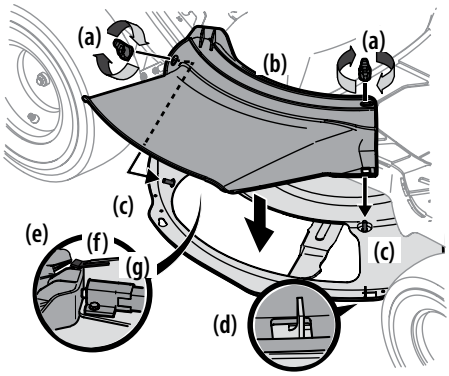

Figura 2-9
1. Extraiga las perillas de aleta (a) que se instalaron en la plataforma de corte y consérvelas para colocarlas posteriormente. Consulte la Figura 2-9.
2. Coloque el canal de la plataforma (b) en la abertura de descarga sobre la plataforma. Los espárragos (c) en la superficie de la plataforma calzarán en los orificios de la parte superior del canal de la plataforma (b). La pequeña lengüeta (d) del borde de la plataforma calzará en el recorte cuadrado de la parte inferior del canal de la plataforma (b). Consulte la Figura 2-9.
3. Sujete el canal de la plataforma (b) ajustando las perillas de aleta (a) que se extrajeron en el paso 1. Consulte la Figura 2-9.